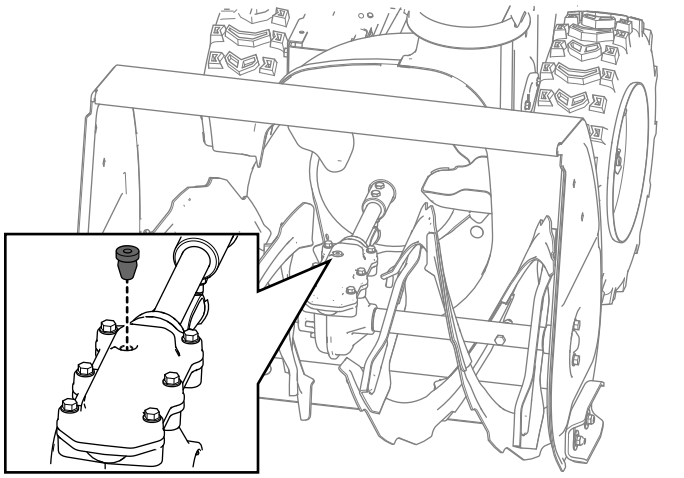

Rysunek 30
2. Wyczyść obszar wokół zatyczki rury i wyjmij zatyczkę z przekładni (Rysunek 30).